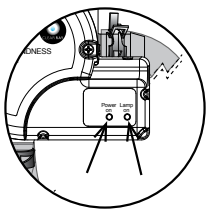

FIGURE 7
19. Once power is activated you can check the ballast, Figure 7, to see if the CLEAR**RAY** System is functioning. The power on (red) light indicates that the CLEAR**RAY** System is being provided power and should always be on. The lamp on (green) light indicates that UV bulb is activated.